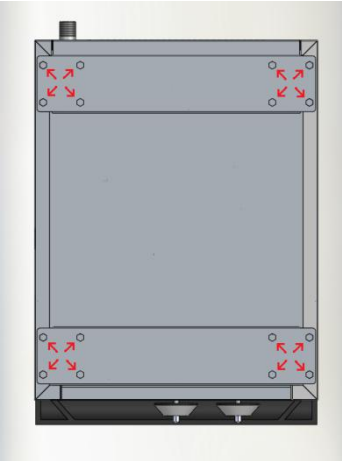

Fig. 1
2. Turn chassis upside down and locate the leg plate to alight the four screw holes (Fig. 1).